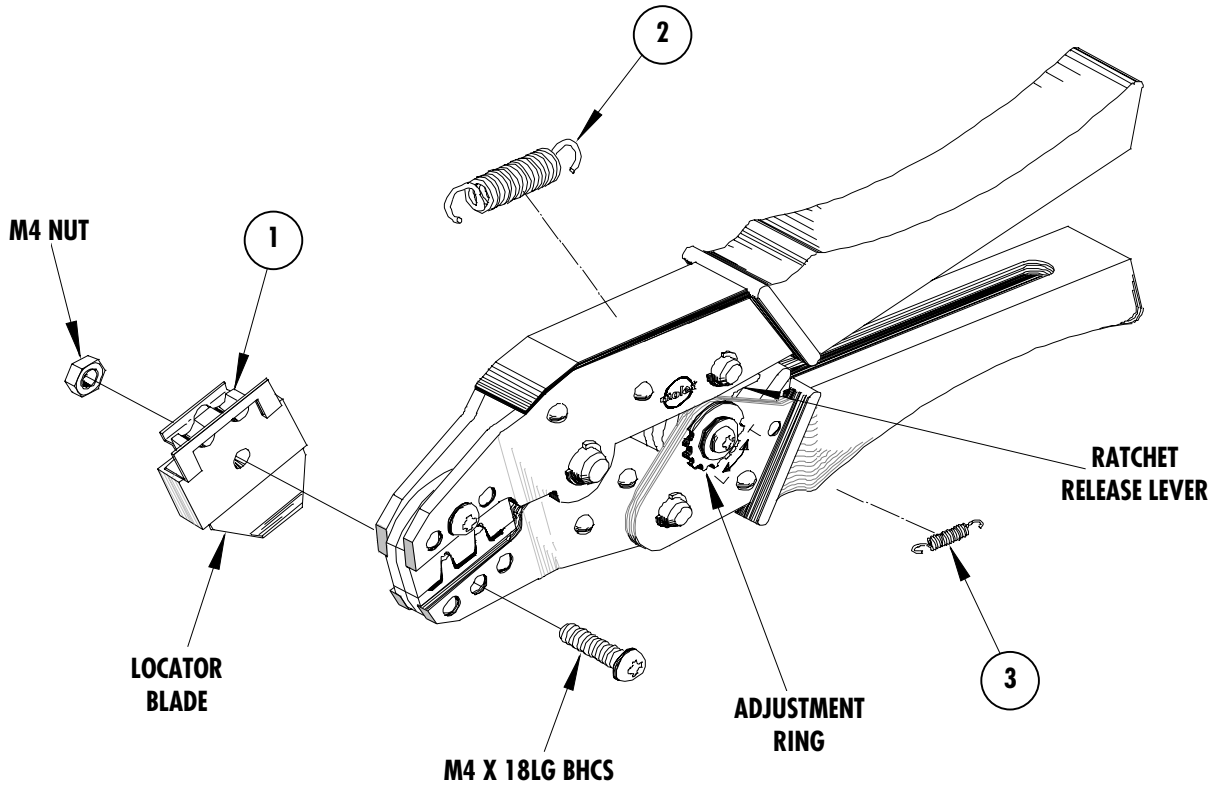

Figure 4
4. Close the tool until the ratchet releases. See Figure 4.
Should this tool ever become stuck or jammed in a partially closed position, **Do Not** force the handles open or closed. The tool will open easily by lifting the ratchet release lever (See Figure 4).
How To Adjust Tool Crimp Force (See Figure 4)